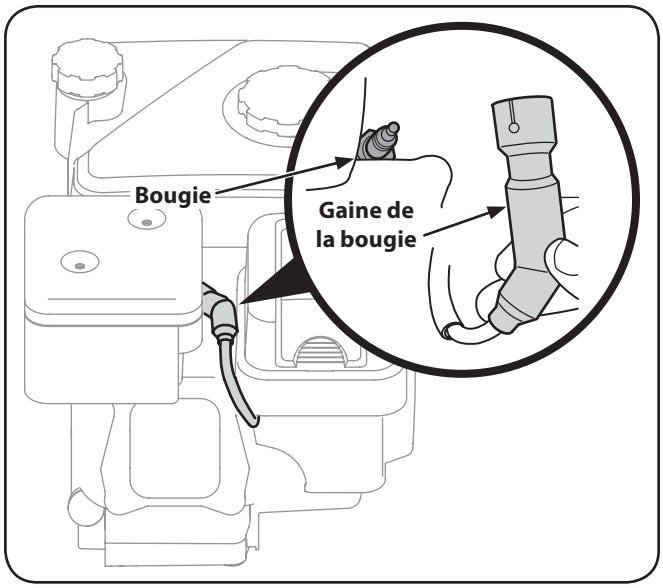

Figure 6-1
1. Débranchez le fil de la bougie et éloignez-le de celle-ci. Voir la Fig. 6-1.